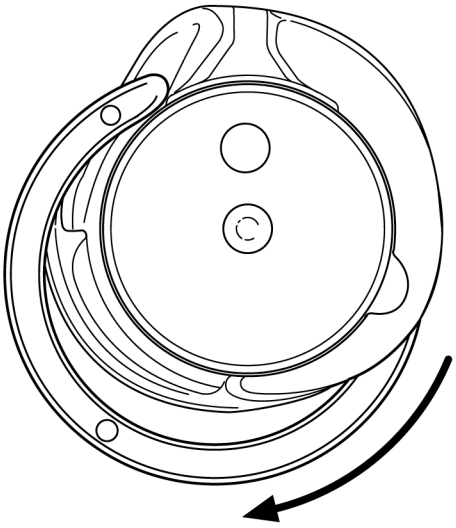

Рис. 73
- Выверните скобу челнока влево в нижнюю часть шпульного колпачка (рис. 73).